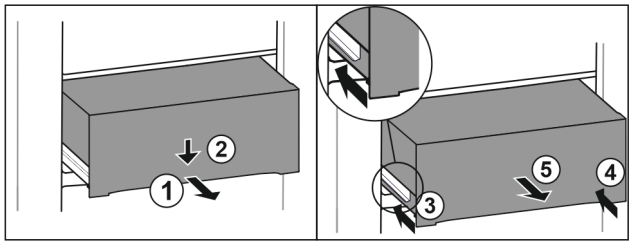

Fig. 177
▶ Extrageți pe jumătate sertarul. *Fig. 177 (1)*
▶ Apăsați în jos sertarul pe partea frontală. *Fig. 177 (2)*
▶ Inserați șina stângă aproximativ 2 cm. *Fig. 177 (3)*
▶ Inserați șina dreaptă aproximativ 2 cm. *Fig. 177 (4)*
▶ Extrageți sertarul spre înainte. *Fig. 177 (5)*